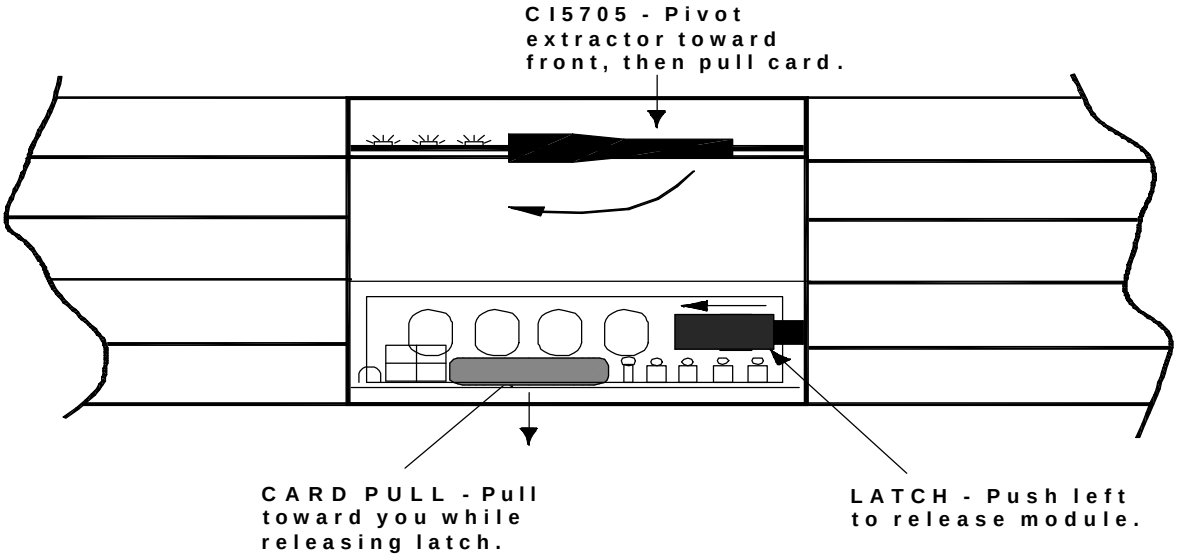

Figure 6. Removing the Power Supply Module
- To remove the Power Supply module, grasp the card pull tab while pushing the latch to the left and pull the card straight out of its slot. (See Figure 6.)
- To remove the Communication Interface module, grasp the extractor, pivot toward the front and pull the card straight out of its slot. (See Figure 6.)